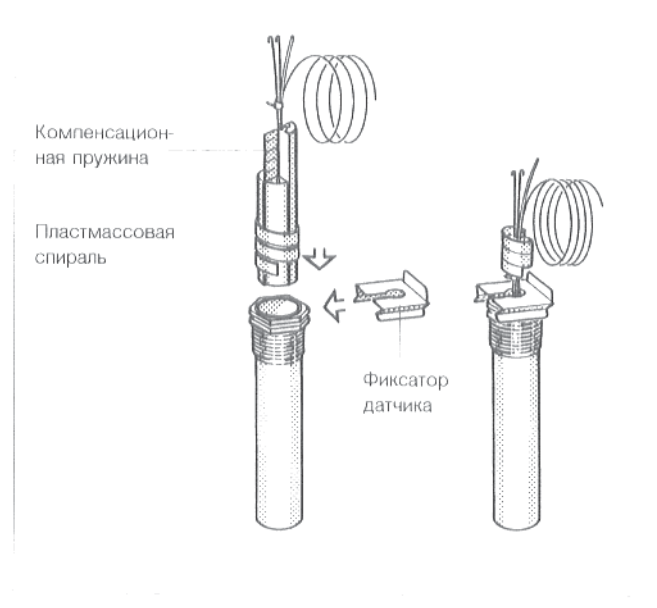

Рис. 10. Погружная гильза и датчик температуры
- Вставить датчик температуры до упора в погружную гильзу. При этом пластмассовая спираль автоматически отходит назад. Компенсационная пружина также должна быть вставлена в погружную гильзу (рис. 10).
- Прижать стопорную деталь датчика (объем поставки регулятора), сбоку или сверху на головку погружной гильзы (рис. 10).